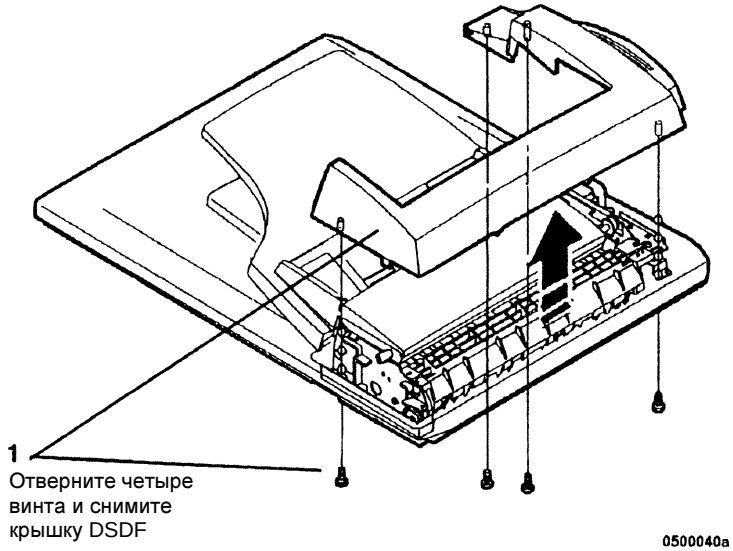

Рисунок 2 Снятие крышки DSDF
2. (Рисунок 2): Снимите крышку DSDF